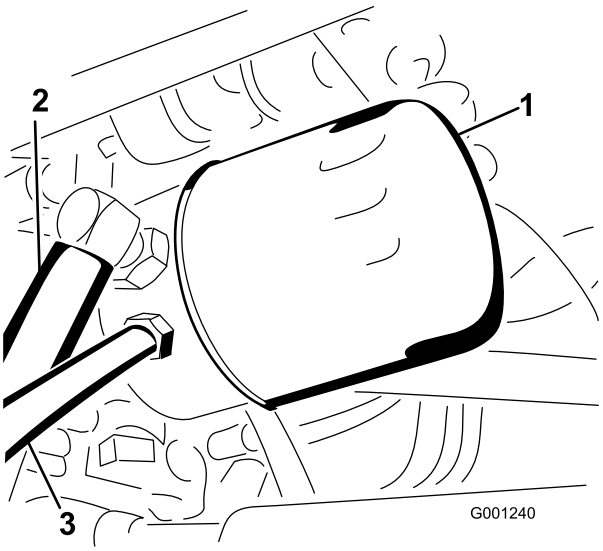

**Figur 71**
4. Rengör området runt hydrauloljefiltret och ta loss filtret (Figur 71).